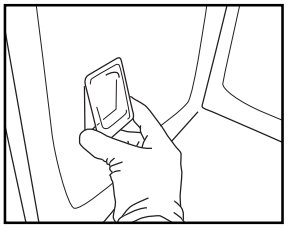

Рис. 9
5. Поставте на місце плафон, міцно притиснувши його, поки не зафіксується (Рис. 9).